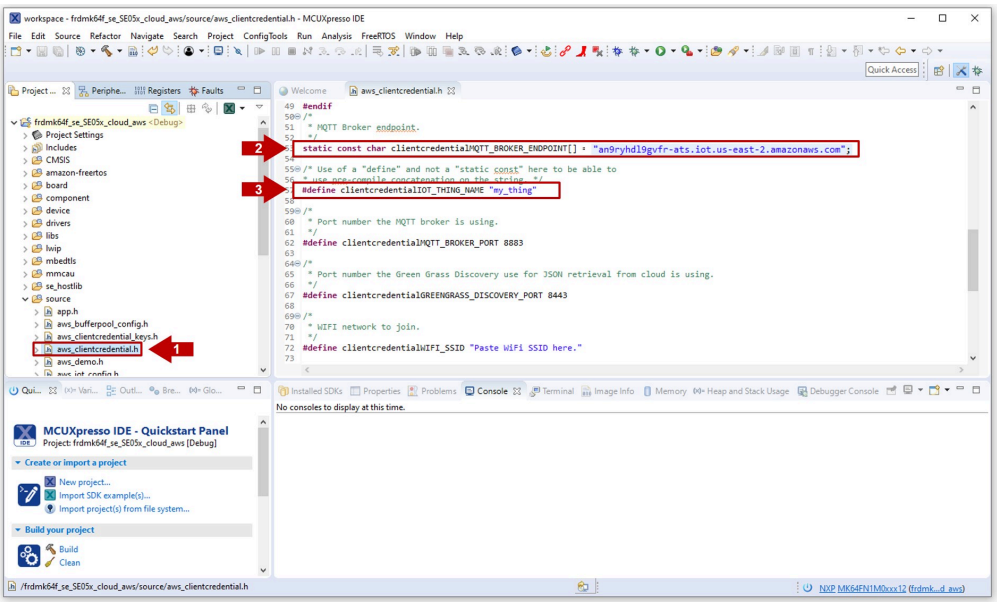
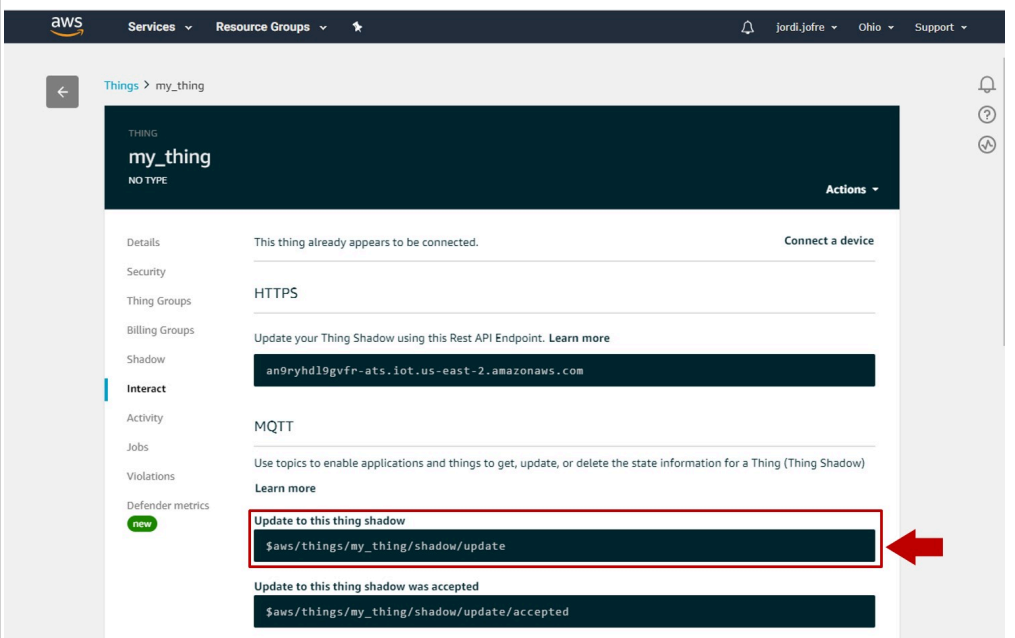

Figure 41. Set the Rest API Endpoint and thing name in your project settings
Figure 42. Find your MQTT *Update* topic
variable with the Rest API Endpoint of your AWS account obtained in the previous step, as well as your thing name as created in Section 3.3. Check Figure 41 for reference.
4. On the same **Interact** menu, you will find MQTT topics that enable applications and things to get, update, or delete the state information for an AWS thing. For instance, copy the MQTT ***update*** topic as shown in Figure 42:
5. Go to the AWS demo in your MCUXpresso workspace. Navigate to the `aws_jitr_task_lwip.c` file located in `frdmk64f_se_SE05x_cloud_aws\source` folder. Replace the `#define PUB_TOPIC` variable with the MQTT topic you obtained in Figure 41 as shown in Figure 42.